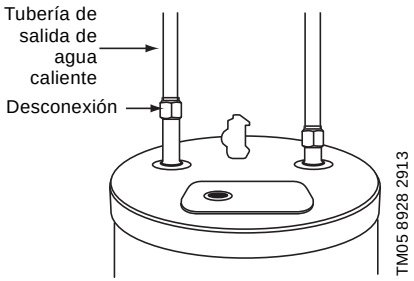

Fig. 1 Desconexión de la tubería de agua caliente del calentador de agua
3. Desconecte la tubería de agua caliente de la salida de agua caliente del calentador de agua. Consulte la fig. 1.